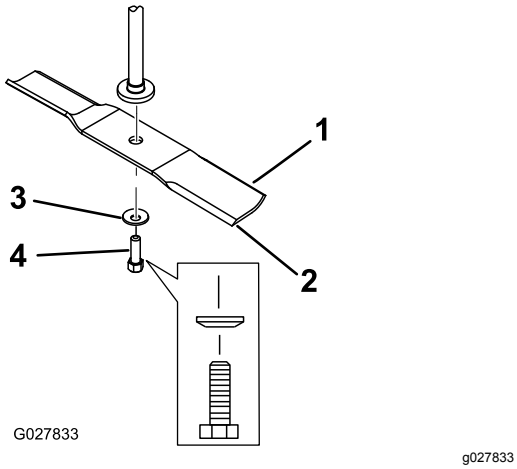

Figur 60
2. Fjern knivbolten, bueskiven og kniven fra spindelakselen (Figur 60).
1. Monter kniven på spindelakselen (Figur 60).
2. Monter bueskiven (den hule siden skal vende mot kniven) og knivbolten (Figur 60).